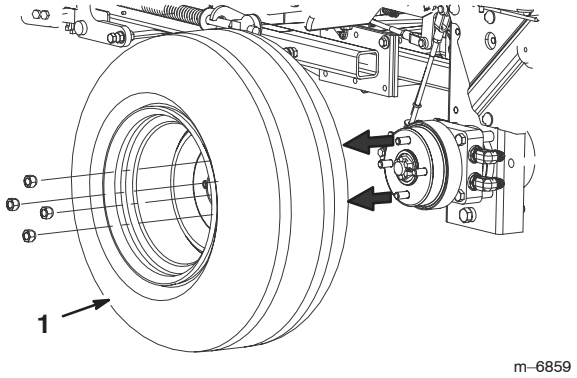

Figure 2
3. Remove the nuts and the drive wheels (Fig. 2).